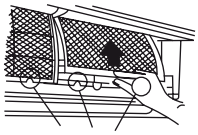

Fig. 4
2. Hold the handle of the air filter and lift it up slightly to take it out from the filter holder, then pull it downwards (Figures 4 e 5).